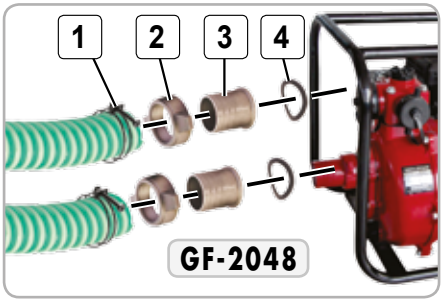

Fig.5
- pentru conectarea motopompei trebuie să folosiți furtune de aspiratie/refulare cu armatură neexpansibile fixate cu colierele(se achiziționează separat) **(Fig.5,6)**;